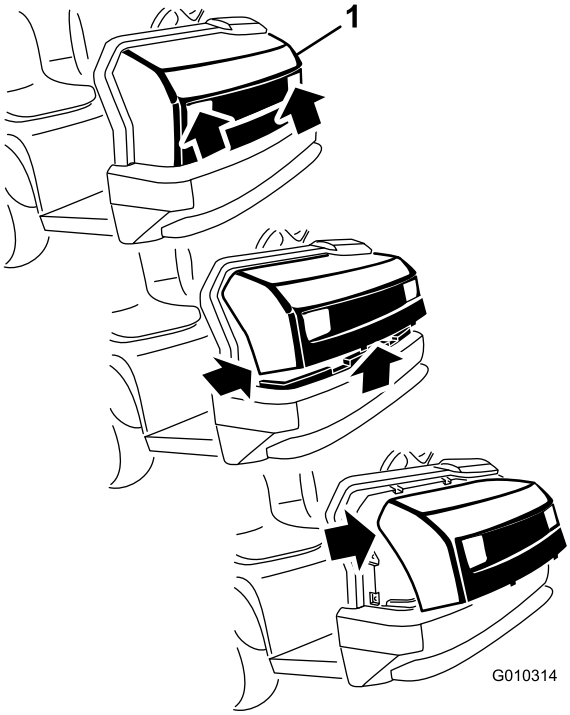

Figur 38
1. Mens du har fat i motorhjelmens forlygteåbninger, løfter du op i motorhjelmen for at frigøre de nederste monteringstapper fra stelrillerne (Figur 38).
2. Drej den nederste del af motorhjelmen opad indtil de øverste monteringstapper kan trækkes af stelrillerne (Figur 38).
3. Drej den øverste del af motorhjelmen fremad, og kobl ledningsstikkene fra forlygterne (Figur 38).